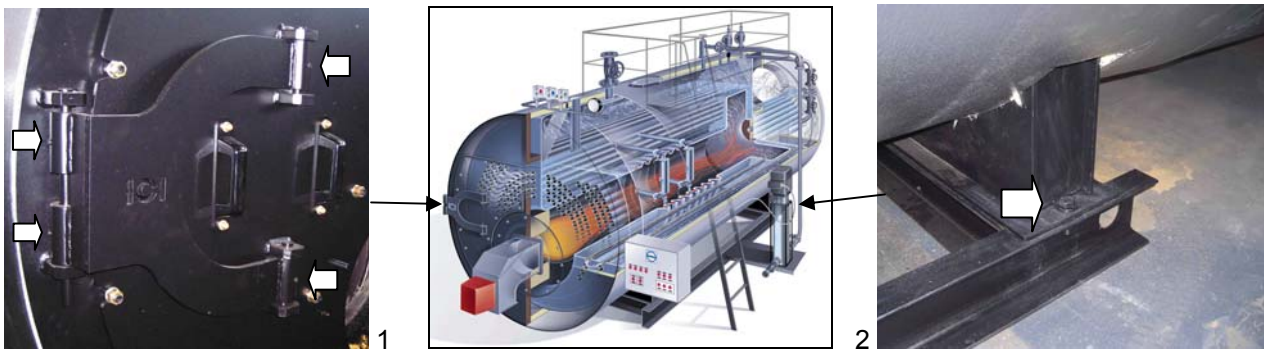

Рис. 9
- **На котлах с ручным открытием люков имеются ограничительные винты (1 Рис. 9) для снижения вибрации, ослабить данные винты при необходимости открытия люков.**
- **Снять крепежные болты (2 Рис. 9) задней опоры после размещения генератора и до его пуска для возможности термического расширения во время работы генератора.**